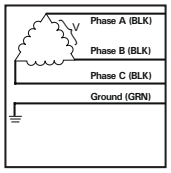

Figure 4
D = 240V, 3Ø, 3W (Fig 4)
F = 480V, 3Ø, 3W (Fig 4)
G = 600V, 3Ø, 3W (Fig 4)
G = 600V, 3Ø, 3W (Fig 4)①